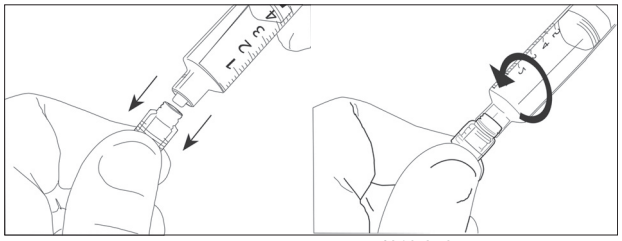

図16　シリンジとLASSの接続方法
(4)シリンジをLASSに対してまっすぐに、時計回りに回転させながらゆっくりと差し込み、慎重にシリンジを接続します(図16)。